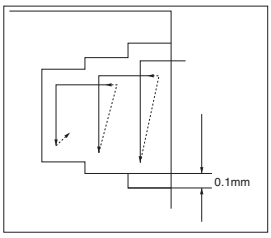

Fig.6
- Point (II)
1) When widening the groove width, apply the "Step Turning" as shown in Fig. 6.